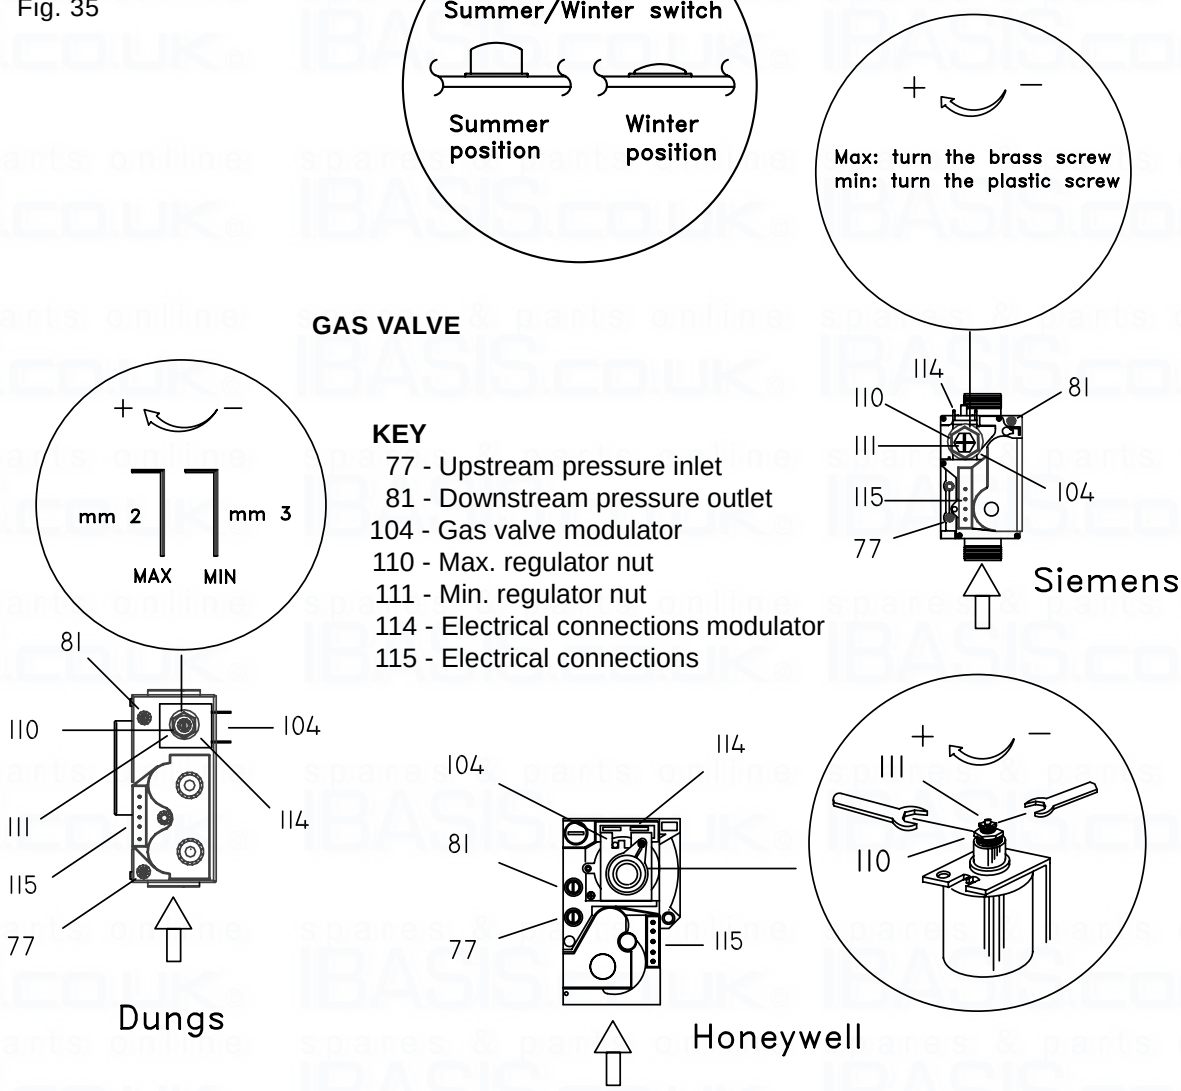
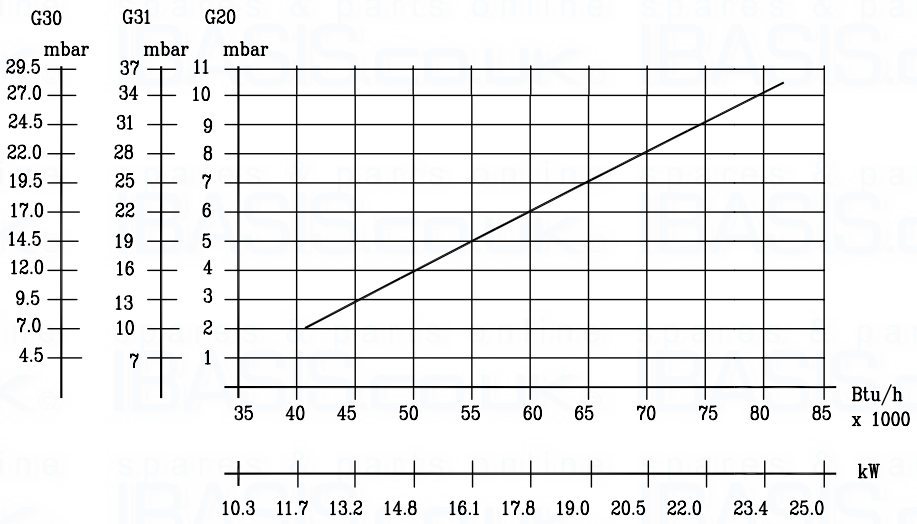

Fig. 36
Fig. 37
Check gas mains pressure (fig. 37). Fit a gas pressure gauge on pressure inlet 77 (fig. 36) on the gas valve, after releasing the seal screw.
- Fit a pressure gauge, using a hose, to pressure test point 81 (fig. 36), after first loosening its close-off screw.
6.9 ADJUSTING MINIMUM AND MAXIMUM PRESSURE (fig. 36)
- To obtain the desired heat value establish pressure as per (fig. 37).